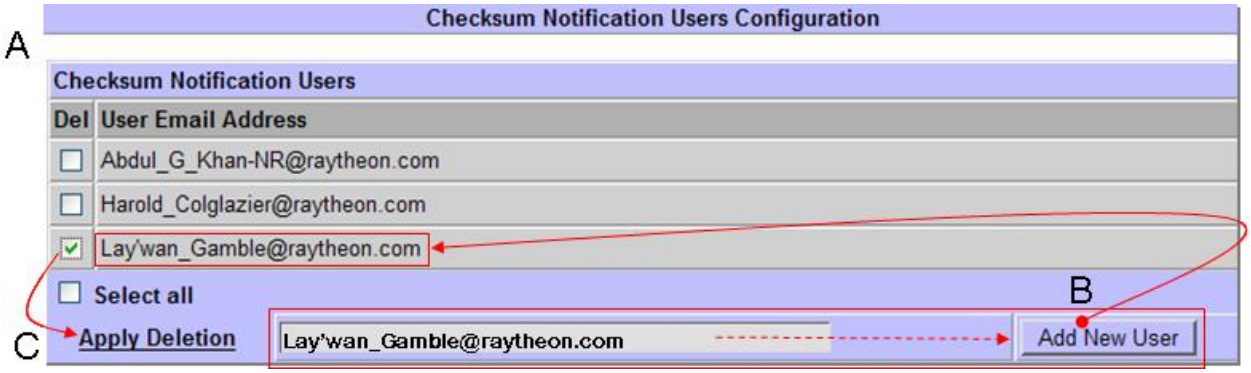

Figure 15.10-6. Checksum Notification Users Configuration Page
2 Click **ODL Metadata Users** submenu option to display the **ODL Metadata File Users Configuration** page (Figure 15.10-6, Frame A).
- The confirmation dialog box (Figure 15.10-6, Frame B) confirming the change displays.
- The confirmation dialog box (Figure 15.10-6, Frame C) confirming the change displays.
The **Checksum Users Configuration** page (Figure 15.10-6) allows the full-capability Operator to configure a list of email addresses of users that will receive a checksum in the form of a request. If the email address for a Distribution Notice (DN) contain one of these addresses, the distribution notice will contain checksum values for each of the distributed files.
2 Click **Checksum Users** submenu option to display the **Checksum Notification Users Configuration** page (Figure 15.10-6, Frame A).
- The new user email address (Figure 15.10-6, Frame B) displays on the page.
6 Select the **Apply Deletion** link (Figure 15.10-6, Frame C) to make change(s) and remove the User Email Address(es).